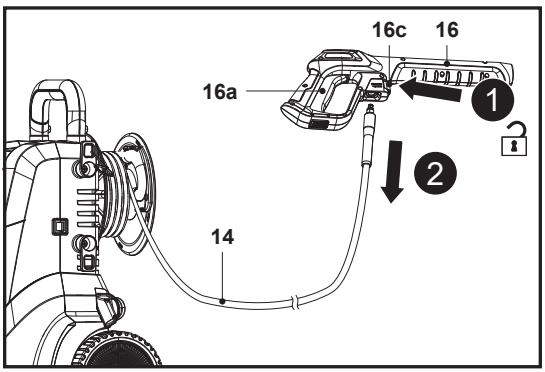

Fig. 8
3. Pentru a debranșa furtunul cu presiune (14) de la pistolul pulverizator (16), ține apăsată maneta de eliberare rapidă (16c) spre furtun (14) și trage afară furtunul cu presiune (14) (fig. 8, pașii 1, 2).